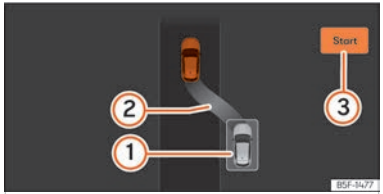

Fig. 156 A la pantalla del quadre d'instruments: sortir d'un aparcament en línia.
- Retrocediu fins que soni el senyal continu del ParkPilot; **O BÉ:** feu marxa enrere fins que a la pantalla del quadre d'instruments aparegui la indicació de fer marxa endavant. La barra de progrés ››› fig. 156 (3) indica la distància que cal recórrer.